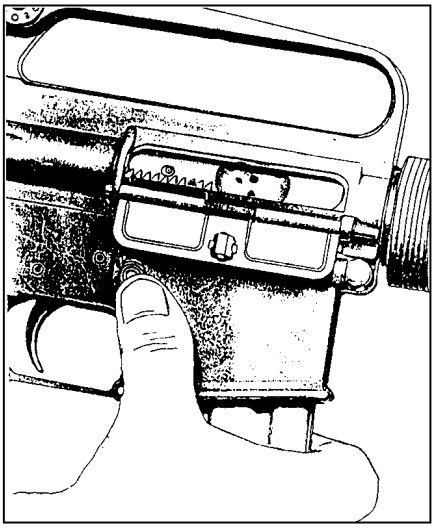

**Figure 3-28.—Removing the magazine.**
2. Remove the magazine as shown in figure 3-28. Grasp it with the right hand (fingers curled around the front of the magazine). Place the thumb on the magazine catch button, apply pressure on the magazine catch button with the thumb, and pull the magazine straight out of the weapon.